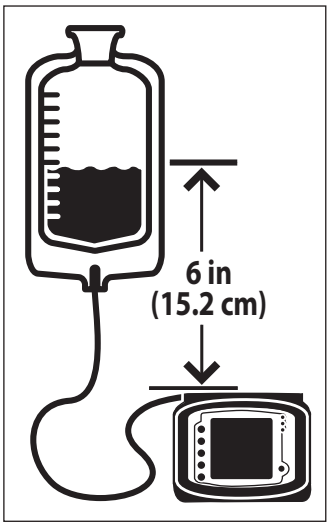

Figura 4B. Nivel correcto de líquido.
4. **Cuelgue la bolsa del equipo para bomba de manera que el nivel superior del volumen inicial de la fórmula esté 15,2 cm (6 pulgadas) por encima de la bomba (figura 4B).**
7. **El nivel superior del volumen inicial de la fórmula debe estar 15,2 cm (6 pulgadas) por encima de la bomba (figura 4B).**